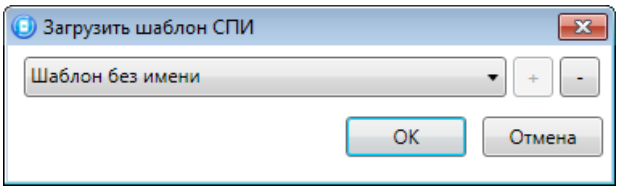

Рисунок 4.51 — Окно *Загрузить шаблон СПИ*
- *Загрузить шаблон настроек:* открытие окна *Загрузить шаблон СПИ* (см. рисунок 4.51), с помощью которого может быть сконфигурирован контроллер по предварительно созданному шаблону. Для того чтобы применить шаблон, выберите его в списке и нажмите кнопку *ОК*. Для того чтобы удалить один из сохраненных шаблонов, выберите его в списке и нажмите кнопку .